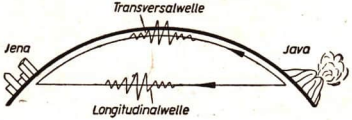

Abb. 72/2. Ausbreitung von Erdbebenwellen
7. Die Erdbebenwellen breiten sich an der Erdoberfläche als Transversalwellen, im Erdinneren als Longitudinalwellen aus (Abb. 72/2). Beide Wellenarten werden als „Vorläufer" beziehungsweise als „Hauptbeben" registriert. Warum können die Erdbebenforscher aus der Aufzeichnung des Bebens die Entfernung des Erdbebens bestimmen?